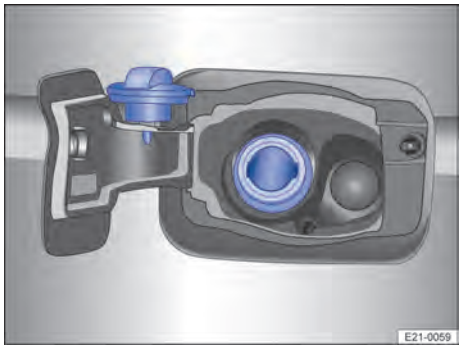

Bilde 152 Bak tankklaffen: Tanklokk (eksempel).
3. Skru tanklokket av og sett det inn i åpningen på tankklaffen → Bilde 152.